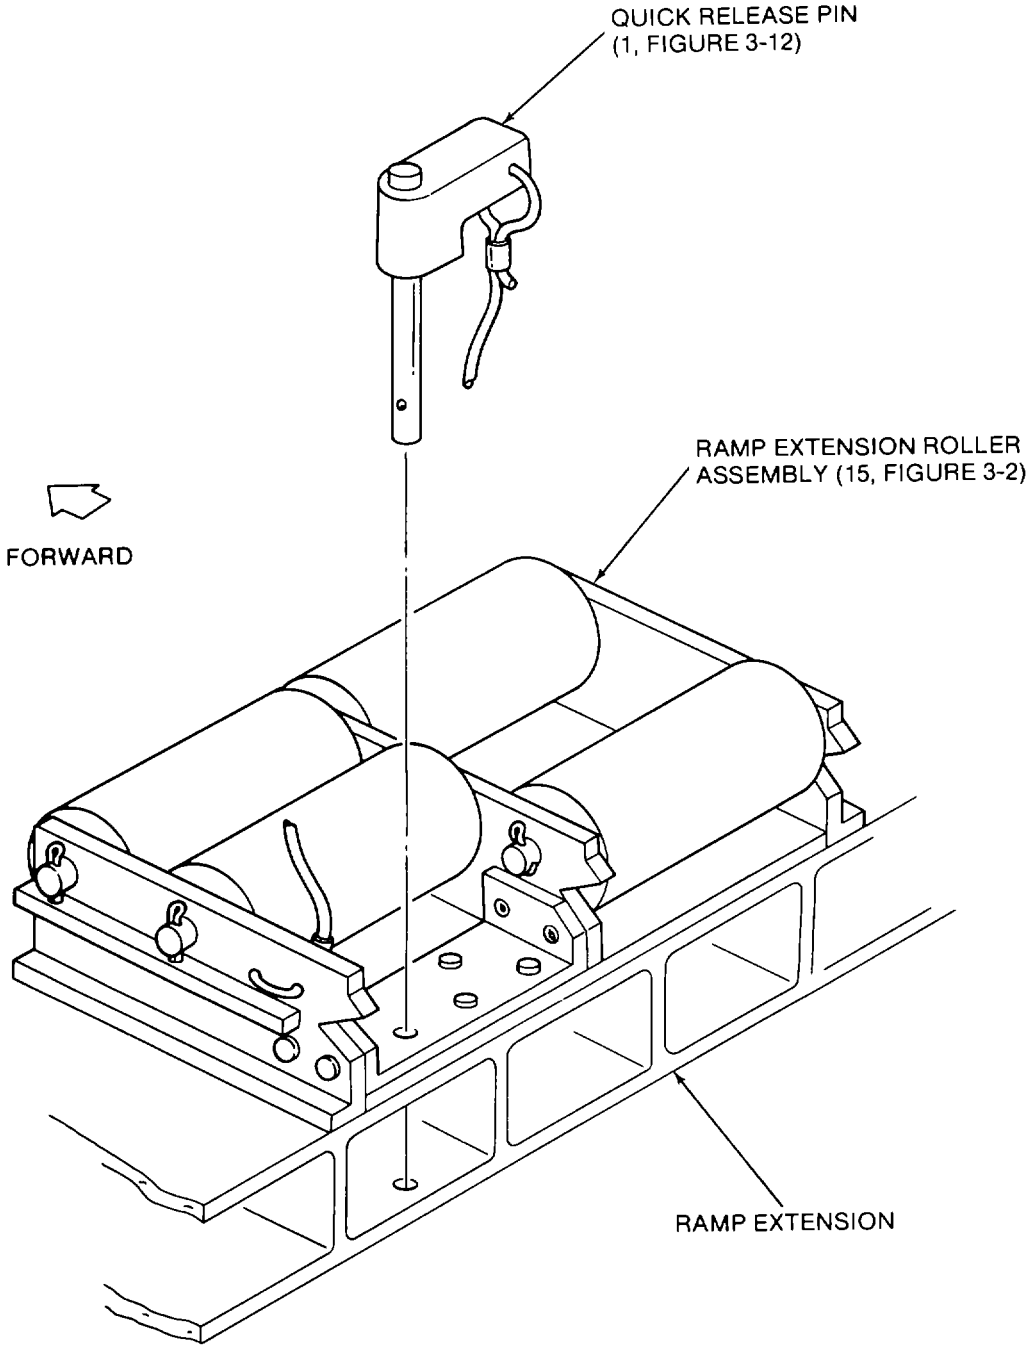

**Figure 2-20. Installation of Ramp Extension Roller Assembly**
(1) Position a ramp extension roller assembly (15) on the left ramp extension. Make sure that six quick-release pins (1, Figure 3-12) engage the holes drilled in paragraph 2-7 as shown in Figure 2-20.